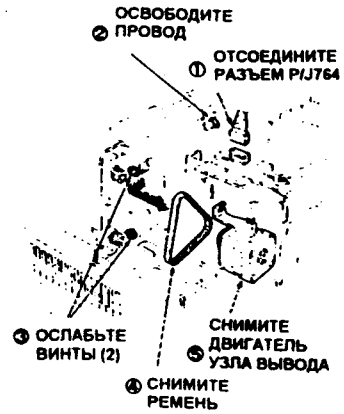

Рис. 1 DUP4-108
3. (Рис. 1): Снимите двигатель узла вывода.